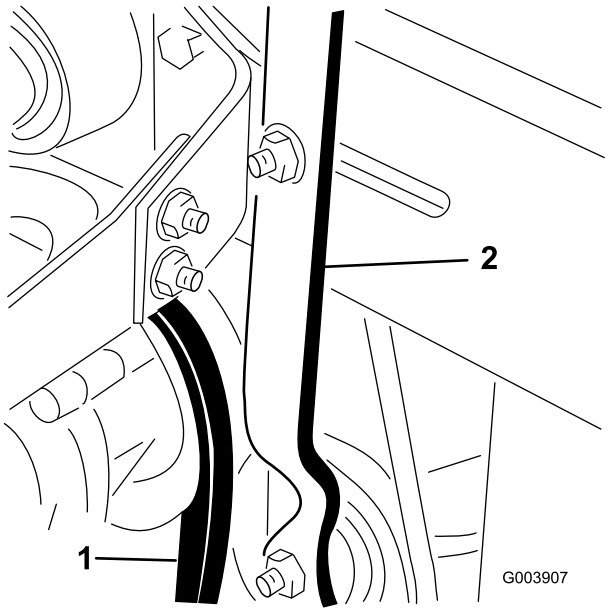

Figur 70
1. Lossa låsmuttern på remspänningsspaken (Figur 70).